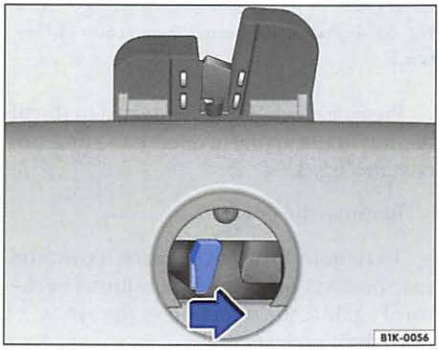

Fig. 31 Emergency unlocking of the rear lid
– Press the release lever in the direction of the arrow ⇒ fig. 31 to release the rear lid.